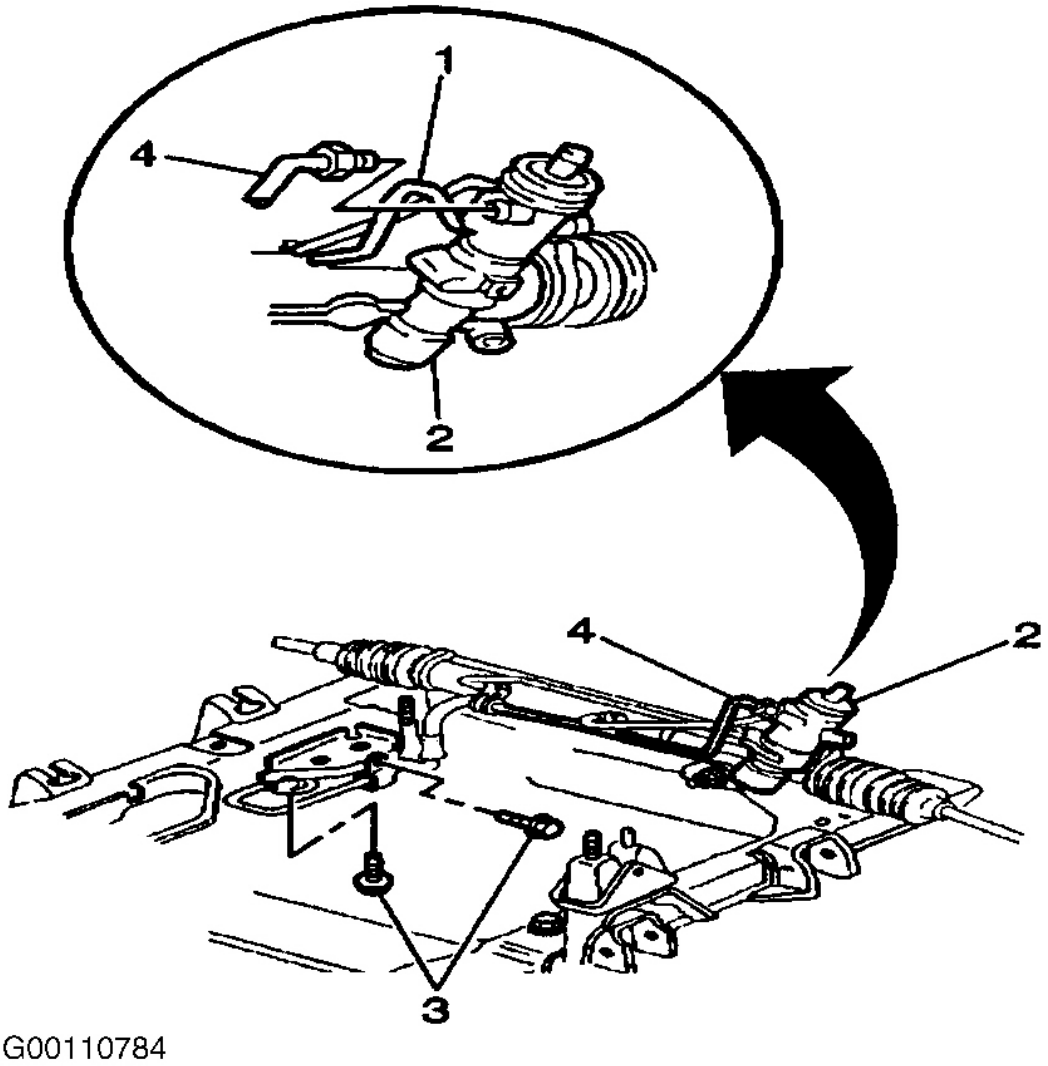

Fig. 2: Removing Power Steering Return Line From Power Steering Gear
1. Place a drain under vehicle. Raise vehicle. Remove power steering return hose from power steering cooler pipe. Remove power steering return line from power steering gear. See **Fig. 2** .